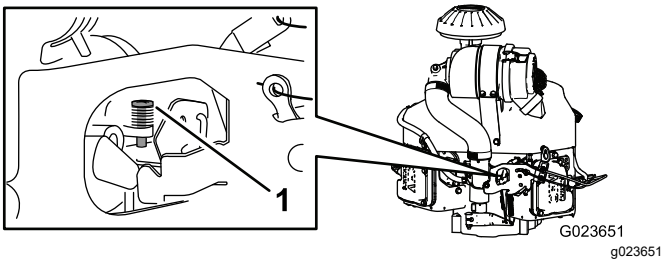

Rysunek 67
4. Ustaw śrubę ograniczającą na gaźniku (Rysunek 67) tak, aby prędkość na biegu jałowym wynosiła od 1350 do 1550 obr./min.